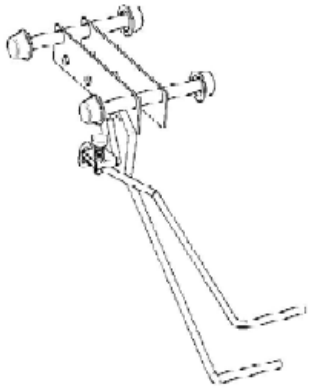
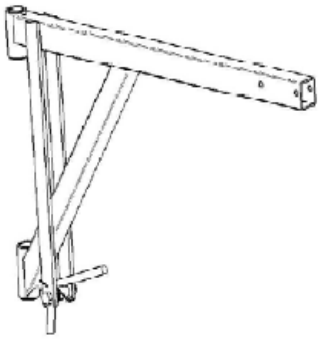

Fig. 7
Fig. 8
Există două accesorii opţionale disponibile pentru ascensor, pisica (fig. 7) şi braţul superior fixat (fig. 8).
8.2 ASAMBLAREA BRAŢULUI SUPERIOR FIXAT (FIG. 8)